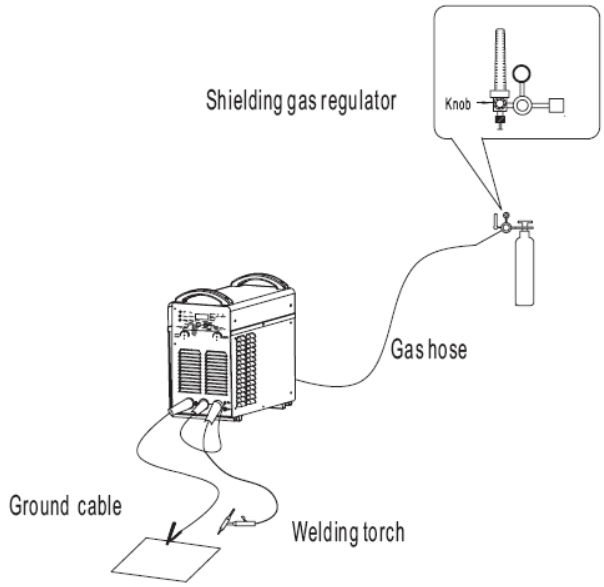

Fig. 4-6-3: Connection and operation for gas-cooling TIG welding
- **The connection and operation for gas-cooling TIG welding (Fig. 4-6-3)**